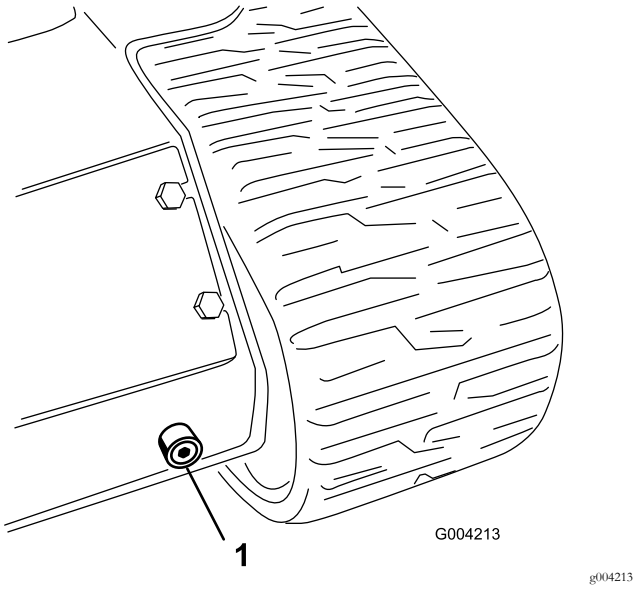

**Rysunek 61**
6. Umieść duży pojemnik (o pojemności co najmniej 4 litrów) pod korkiem spustowym z przodu zespołu jezdnego (Rysunek 61).
7. Odkręć korek spustowy i poczekaj, aż olej ścieknie do pojemnika (Rysunek 61).